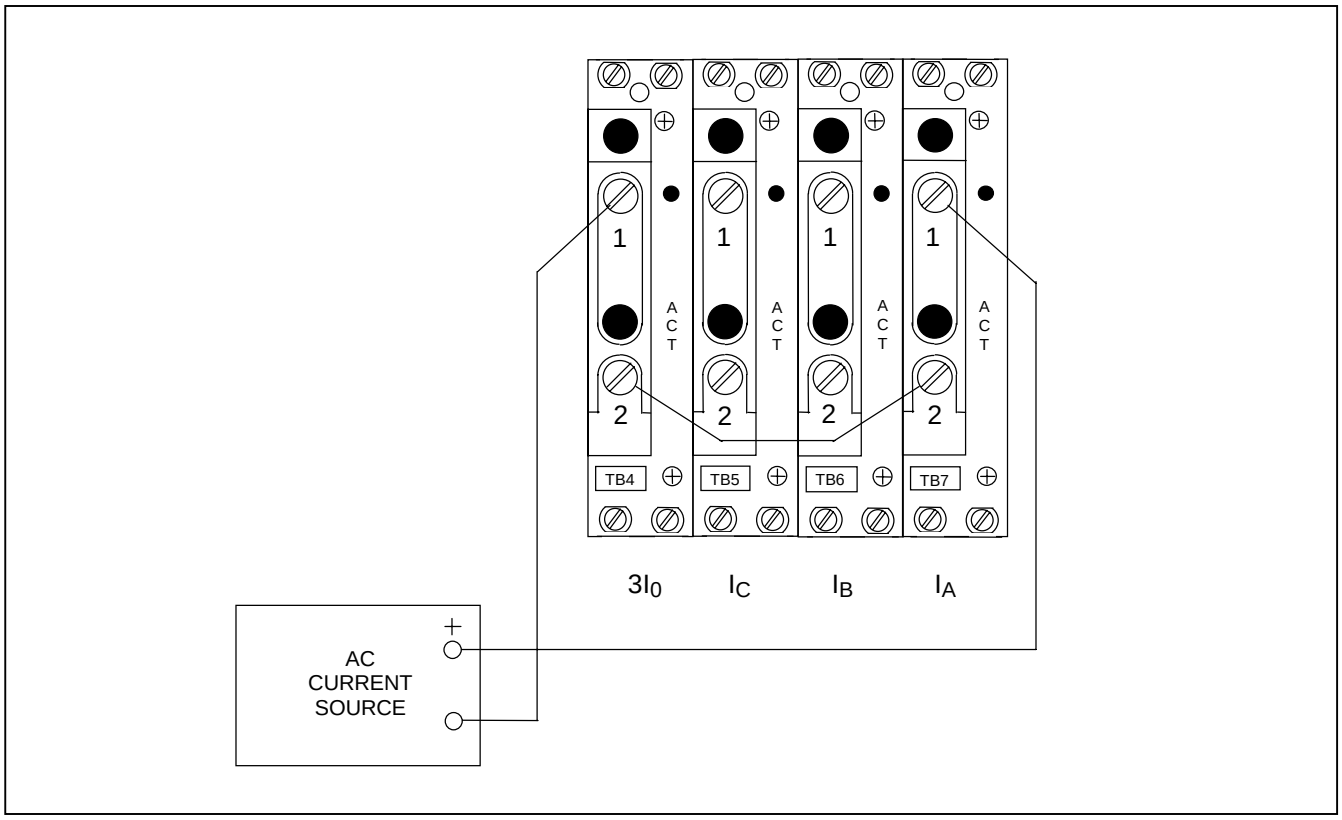

Figura 8-1. Conexiones de prueba que simulan un fallo interno de A-G
1. Conecte el equipo como se muestra en la Figura 8-1.
2. Inyecte la corriente de prueba en la fase A y tierra, mediante el circuito mostrado en la Figura 8-1.